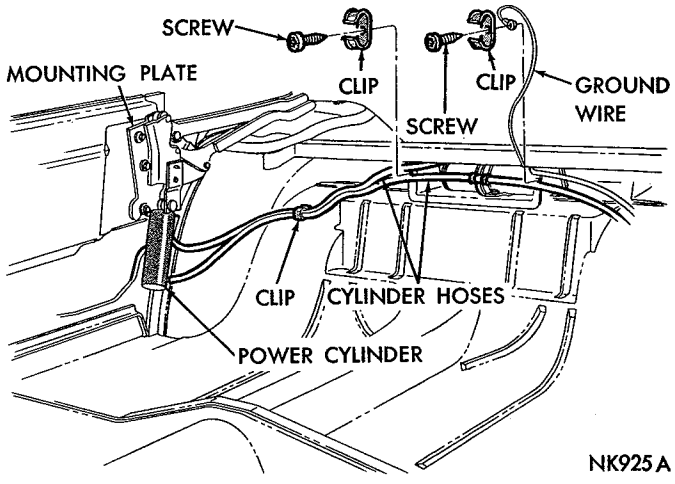

*Fig. 1—Folding Top (Belvedere—Satellite—Fury)*
The folding top mechanism (Figs. 1 and 2) consists of two cylinders, a piping system, an electric motor, a pump and reservoir assembly, and a double-throw rotary switch. The wiring and motor are protected by a separate circuit breaker.
(1) Remove rear seat cushion, back and quarter trim panels.
(2) Adjust the main control prop link.
(3) Lower top assembly into well and loosen the lower two of three mounting bolts (Fig. 1).
(4) Force lower portion of mounting plates to rotate toward front of car as far as possible while exerting pressure downward on both sides at top of side rails.
(5) Tighten mounting bolts and inspect stack height.
(6) Install rear seat back, cushion and quarter trim panels.